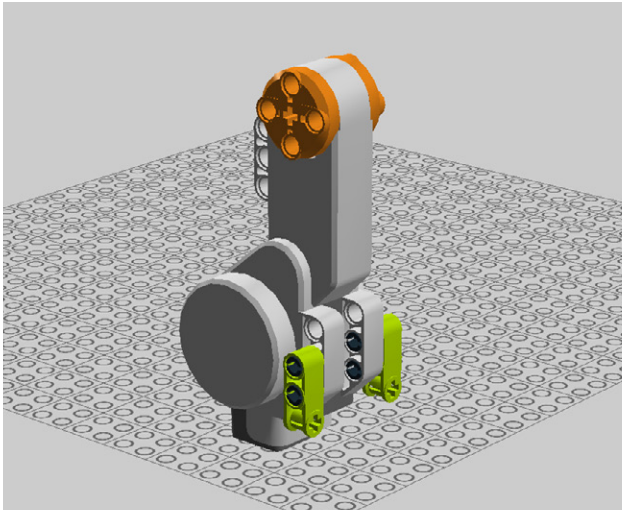

Figure 5-74. *Step 67: Adding cross blocks to the motor*
67. Add two cross blocks as shown in Figure 5-74.